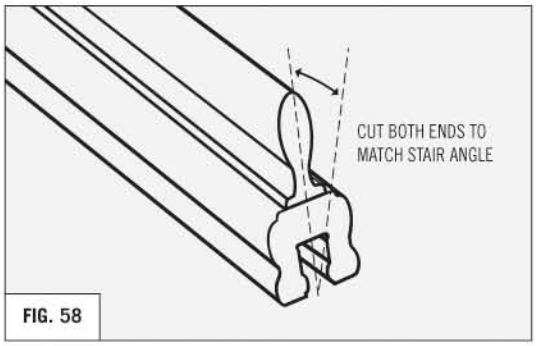

FIG. 58
- Top and bottom handrails, support rails, and graspable handrail must be miter-cut to match the stair angle **(REFER TO FIG. 58)**. Balusters in the Traditional Stair Rail Kit and the Fluted Stair Rail Kit are already notched and mitered to accommodate a stair angle of 26°- 40°.